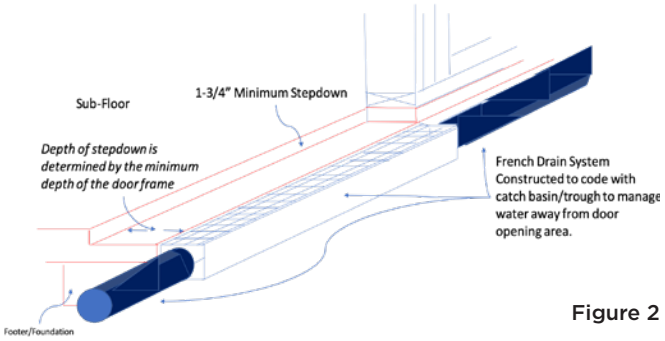

Figure 2
6. Additionally, a French drain system should be constructed as a vital part of the door application to manage all water away from the door and surrounding area. See **Figure 2**.